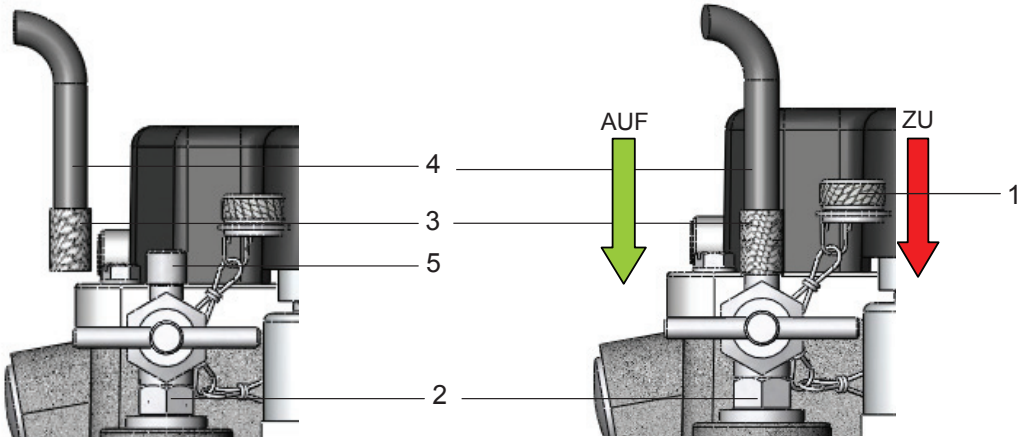

Bild 10 - Funktionsprüfung mittels Prüfpumpe
- Kleine Hutmutter (Bild 10/1) vom Entlüftungsventil (Bild 10/2) abschrauben
- Adapter (Bild 10/3) des Verbindungsschlauches der Prüfpumpe (Bild 10/4) auf Ventilstutzen (Bild 10/5) aufschrauben
Es ist wie folgt vorzugehen (siehe Bild 10):